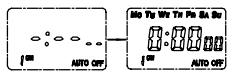

Figure 9
6.2.3.1 After finish operation 6.2.2, press "MD" to set the timing parameters, see Figure 9.